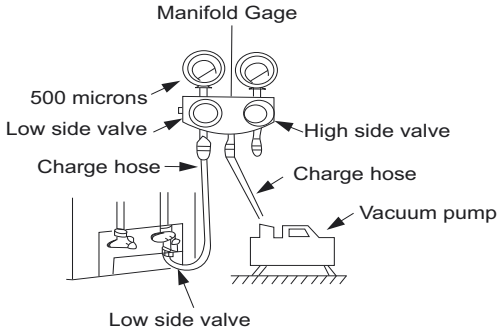

Fig. 23 — Manifold
3. Fully open the low side of manifold gage (see Fig. 23).